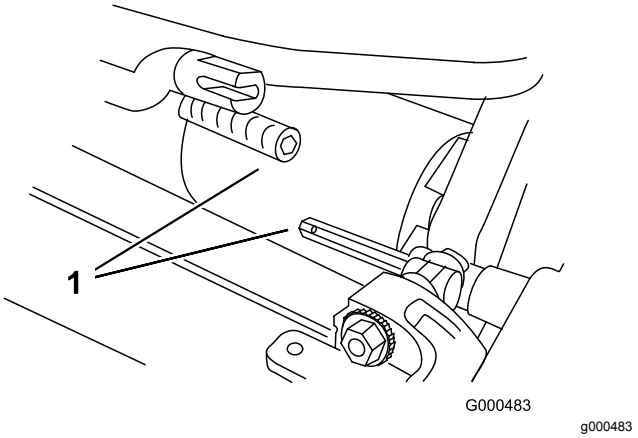

Figur 7
3. Skjut in klippenheten under traktorenheten och sedan åt vänster så att transmissionskopplingen kopplas in (Figur 7).